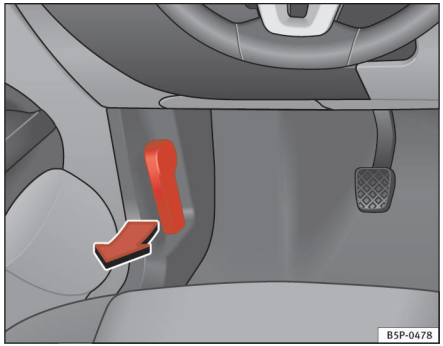

Fig. 136 Udsnit af fodrummet i førersiden: udløserarm til motorhjelmen
– Træk armen under instrumentpanelet ⇒ fig. 136 i pilens retning. Motorhjelmen udløses ved hjælp af en fjeder ⇒ ⚠.